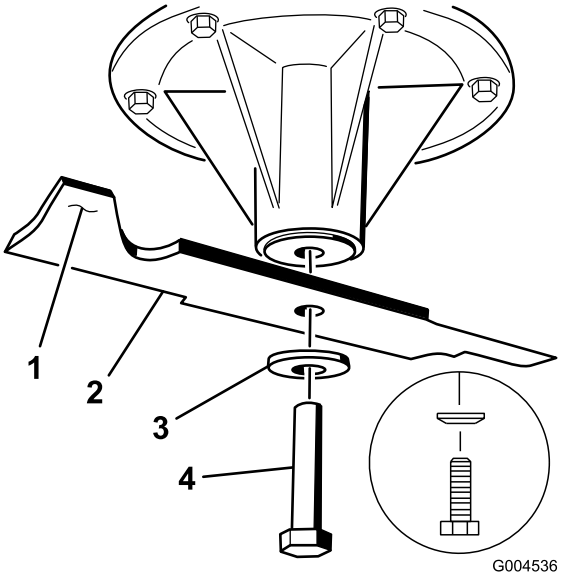

**Figure 94**
1. Placez la lame sur l'axe (Figure 94).
2. Installez la rondelle élastique et le boulon de la lame. Le cône de la rondelle élastique doit être dirigé vers la tête du boulon (Figure 94). Serrez les boulons des lames à un couple de 115 à 150 Nm.